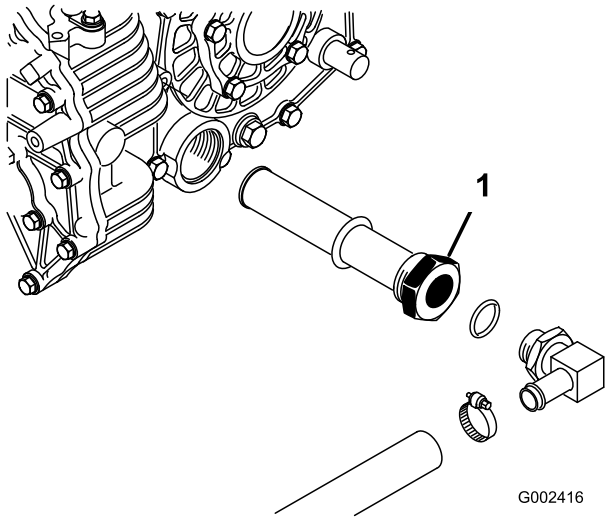

Figur 69
3. Merk deg retningen på den hydrauliske slangen og 90°-vinkelrøret på sugefilteret på siden av beholderen (Figur 69). Fjern den hydrauliske slangen og 90°-vinkelrøret.